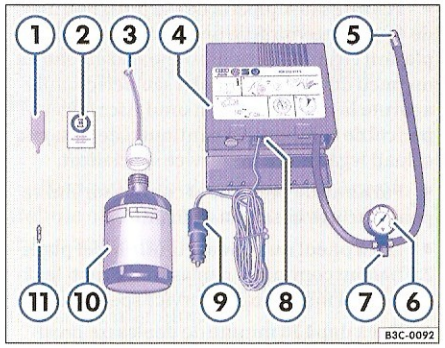

Fig. 29 Componentele setului.
– Înșurubați furtunul de umplere ⇒ fig. 29 ③ pe recipientul cu substanța de vulcanizare. Folia de la gura recipientului se va găuri automat.
– Îndepărtați capacul de pe furtunul ③ și introduceți capătul acestuia pe ventilul pneului.
– Scoateți recipientul de pe ventil și introduceți din nou ventilul cu dispozitivul ①.
– Închideți furtunul de presiune ⇒ pagina 83, fig. 29" ⑤ și citiți presiunea din pneu, pe indicatorul de presiune ⑥.